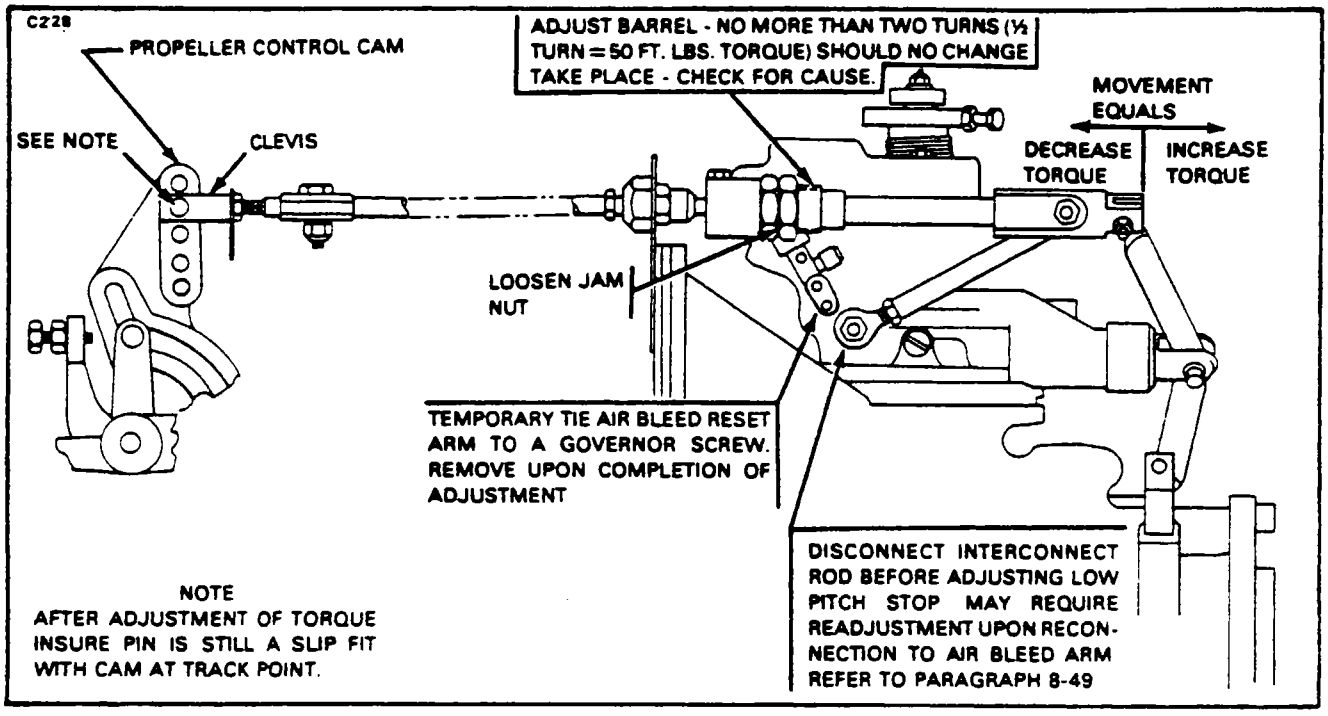

Figure 8A-10. Minor Torque Adjustment
7. Insure that the Beta valve slot is flush with the Beta valve capnut; minor torque changes can be made by adjusting the low pitch stop adjuster as follows: (Refer to Figure 8A-10.)
(a) Holding track point position on the cam control lever, insert tool P/N 51516 behind the cam onto the pin and hold the cam and tool in position with a small pair of vise grip pliers. Install vise grip pliers tight enough to hold the control cam from moving, but not tight enough to damage the cam. (Refer to Figure 8A-8, Sketch C.)